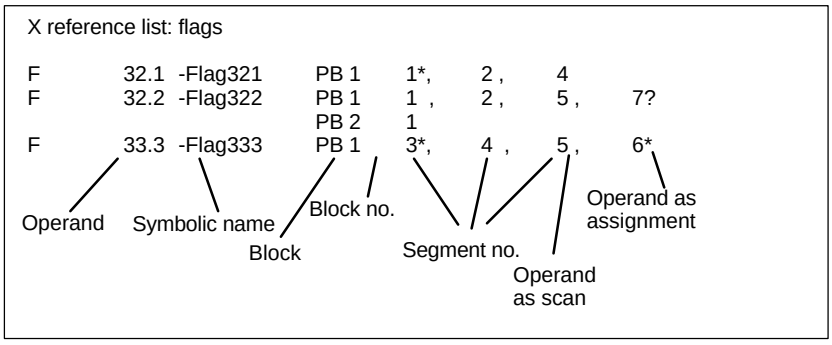

Figure 19-6 Example of a Cross-Reference List
- an identifier showing use (see Figure 19-6).